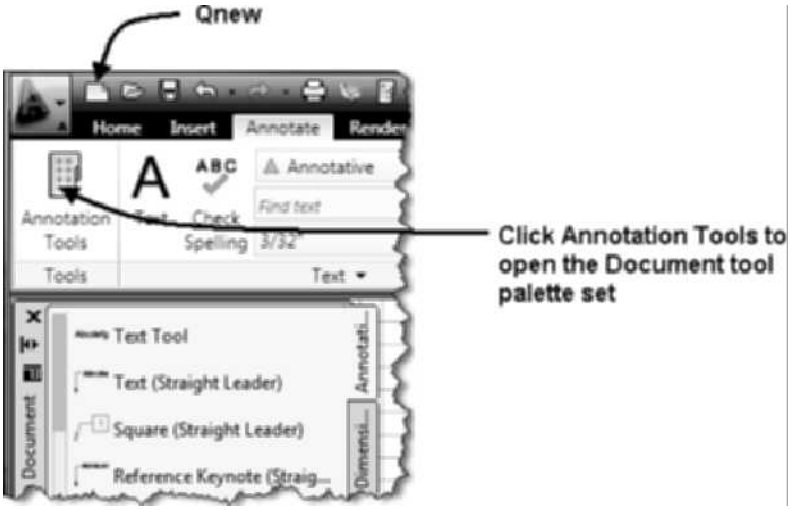

FIGURE 1.32 *Accessing the Document palette group from the Ribbon*
5. Choose **QNew**, shown in Figure 1.32, from the Quick Access toolbar.
9. Click twice the Annotation Tools button of the Tools panel to display the Document tool palette set as shown at left in Figure 1.32.